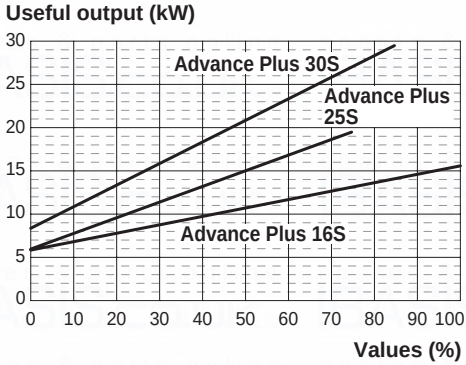
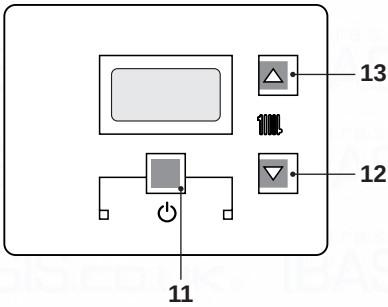
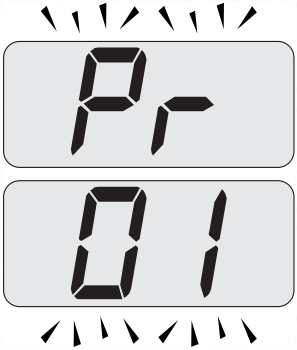
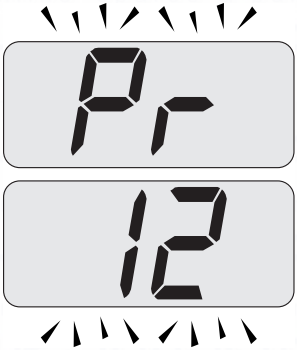

Fig. 7.41
Fig. 7.42
Fig. 7.43
Fig. 7.44
Refer to Fig. 7.41 and determine the correct Value appertaining to the output required for the central heating requirement.
- Enter the ”programming mode” by pressing keys 11 - 12 - 13 (Fig. 7.42) for 10 seconds at the same time until the letters **Pr** that alternate with code **01** are displayed on the LCD display, indicating that ”parameter 01” (Fig. 7.43) has been activated.
- Scroll the various parameters using keys 12 or 13 until the letters **Pr** that alternate with code **12** are displayed on the LCD display, indicating that ”parameter 12” (Fig. 7.44) has been activated.
- Press keys 11 and 13 (Fig. 7.42) at the same time until the value of parameter 12 (99=Advance Plus 16S - Advance Plus 25S - Advance Plus 30S) is displayed on the LCD display (Fig. 7.45).
- It is possible to modify parameter using keys 12 or 13 (Fig. 7.42) (Refer to Fig. 7.41 and determine the correct Value appertaining to the output required for the central heating requirement.).
- By pressing key 11 (Fig. 7.42) confirmation of the inserted value is obtained.
- Press keys 11 and 12(Fig. 7.42) at the same time to exit without changing the value (return to the parameters list Fig. 7.44).
- Press keys 11 - 12 - 13 (Fig. 7.42) at the same time for 10 seconds to exit the ”programming mode”.